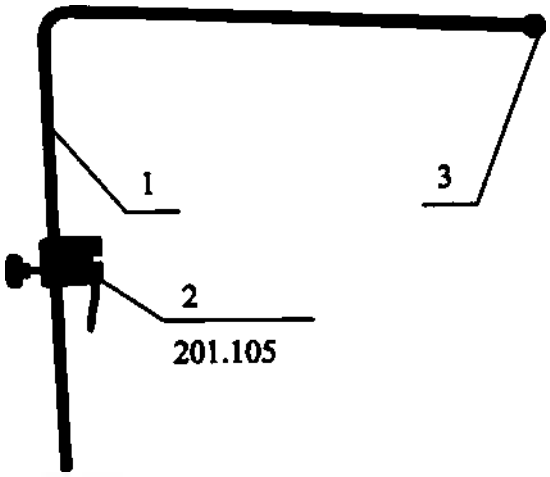

Рисунок 1. Экран наркозный.
1. Экран наркозный (экран для анестезии). Рисунок 1. Изготовлен из нержавеющей тали, регулируется по высоте. Для крепления на направляющих рейках стола укомплектован адиальным зажимом 201.105.